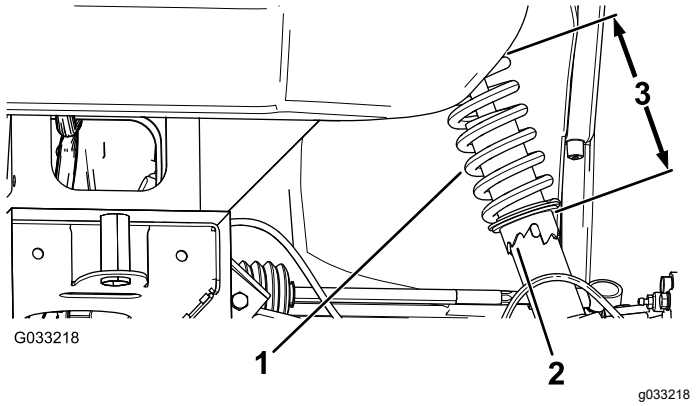

Figuur 57
2. Als de vlucht van het wiel onjuist afgesteld is, draai dan met de schroefsleutel aan de kraag van de schokdemper tot het wiel uitgelijnd is (Figuur 57).